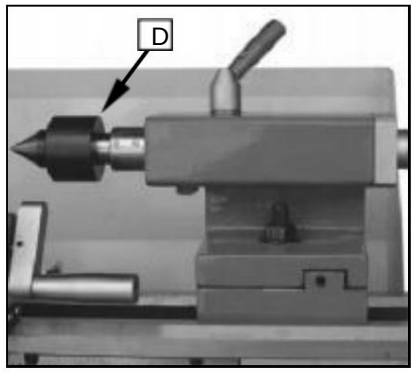

Abb. 29
5. Um die Wechselräder nach vorne zu entfernen, schrauben Sie die Mutter (D, Abb. 29) von der Leitspindel bzw. die Muttern (E, Abb. 19) von den Quadrantenbolzen ab.
Die mitlaufende Spitze ist kugelgelagert. Ihre Verwendung wird bei Drehgeschwindigkeiten über 600 U/min dringend empfohlen. (Abb. 29)